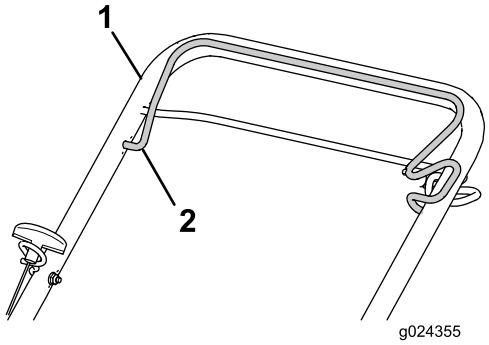

Figur 15
3. Håll knivstyrstången mot det övre handtaget (Figur 15).